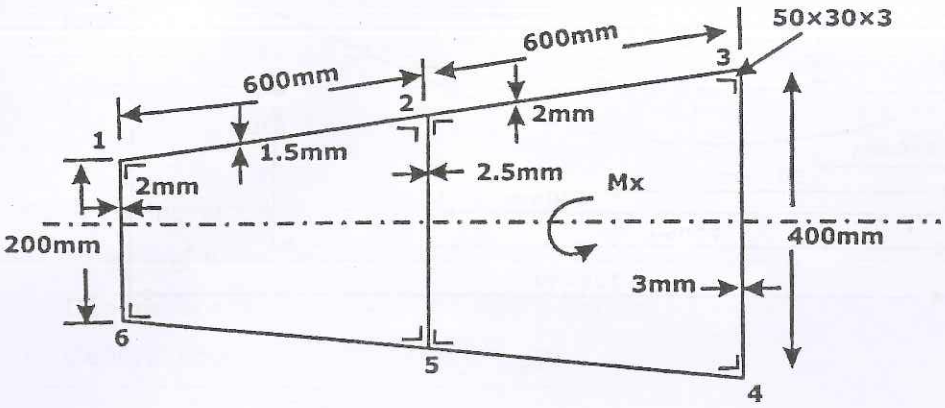

Fig.5
b. Part of a wing section is in the form of the two-cell box beam shown in Fig.5, in